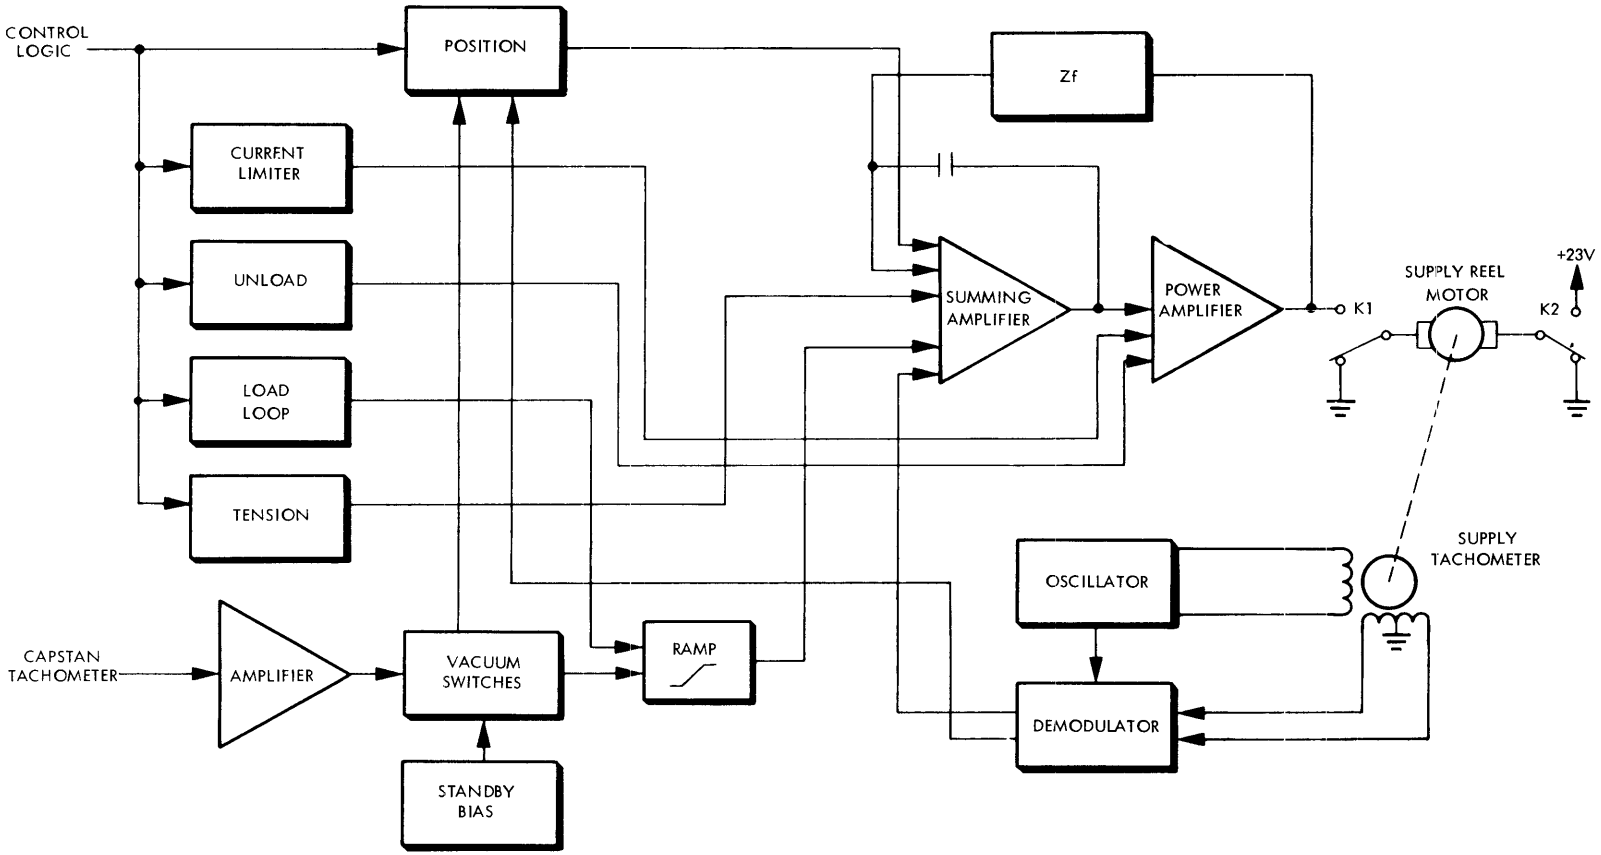
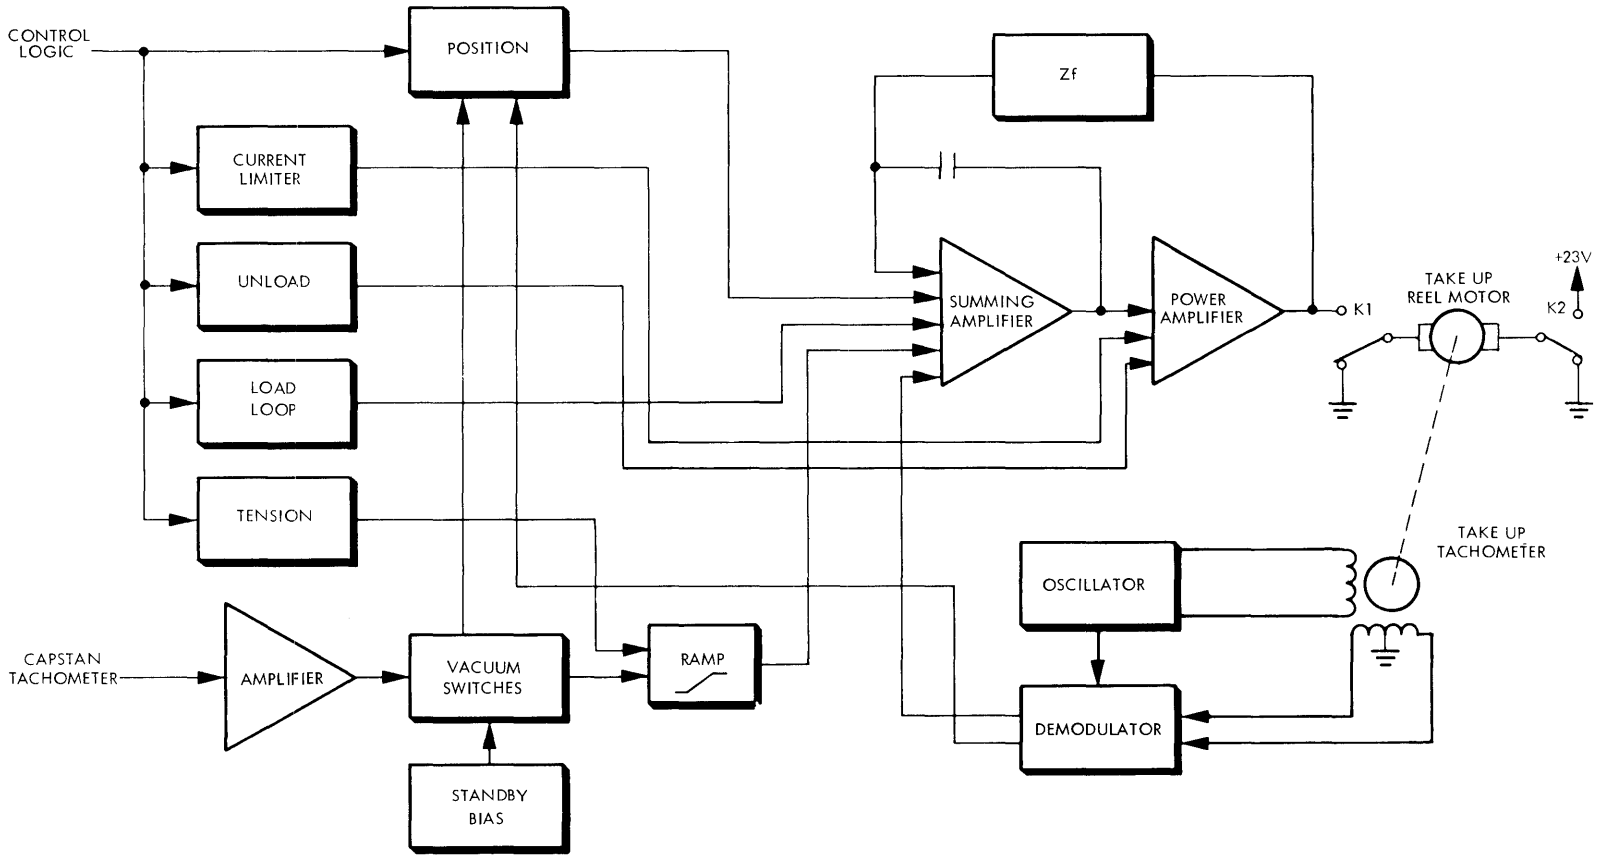

Figure 4-5. Supply Reel Servo Block Diagram
Figure 4-6. Take-up Reel Servo Block Diagram
The functional blocks of the supply reel servo and the take-up reel servo are shown in Figures 4-5 and 4-6, respectively. Both supply and take-up operation of the servos are basically the same except that auxiliary inputs such as Load Loop and Tension are injected at different points.
Referring to Figures 4-5 and 4-6 it can be seen that the Capstan Tachometer provides a reference input to each reel servo. The Vacuum Switches initiate an input signal to the Ramp Generator. The output of the Ramp Generator is supplied to the Summing Amplifier whose output controls the Power Amplifier and subsequently the Reel Motor.
Auxiliary circuitry is provided to accomplish loading tape into the vacuum chamber. This circuitry receives its commands directly from the Control Logic. The functional blocks used for loading are the Current Limiter, Unload, Load Loop, and Tension, shown in Figures 4-5 and 4-6.
(1) When the LOAD/RESET control is depressed, a Tension (NTNA) signal is received from the control logic and is converted to the appropriate signal level by the Tension circuitry.
(2) The Tension signal to the supply servo (Figure 4-5) provides a constant current input to the Summing Amplifier.
(3) The Tension signal to the take-up servo (Figure 4-6) provides a constant current to the Ramp circuitry which, in turn, provides a constant current to the Summing Amplifier.
(4) Concurrent with the Tension signal, the Current Limit (CURLIM) signal is supplied to the Power Amplifier. This signal prevents saturation of the Power Amplifier from the application of the constant current into the Summing Amplifier.
(5) The current into the two summing amplifiers (supply reel and take-up reel) provides positive tape tension by driving the supply and take-up reels in opposite directions.
(6) A few seconds after the tape is tensioned the Load Loop circuitry is activated.
(7) The Load Loop (NLDLOOP) signal injects a constant current into the Ramp generator and hence the Summing Amplifier on the supply reel servo (Figure 4-5) and also directly into the Summing Amplifier on the take-up reel servo (Figure 4-6).
(8) The current supplied to the Summing Amplifiers causes a voltage inversion in the Power Amplifiers which forces the reel motors to reverse, and simultaneously load, tape into the vacuum chambers. The Tension signal is removed when Load Loop is applied.
(9) The Load Loop and Current Limit signals are removed when vacuum interlock is accomplished.
The same auxiliary circuits employed to load tape into the vacuum chambers are used during an unload operation. Refer to Figures 4-5 and 4-6.
To stabilize the tape loop in the vacuum column during standby operation (i.e., capstan stationary) an auxiliary circuit is used in the reel servos. This circuitry is represented by the Position block in Figures 4-5 and 4-6. The position control circuitry senses tape position information from the tachometers and vacuum switches when there is no capstan motion. The Demodulators recognize the tachometer positional information and produce a current nulling effect at the Summing Amplifiers.
An 800-Hz oscillator, shown in Figures 4-5 and 4-6, provides the ac reference signal to the reel tachometer field windings. When the tachometer is rotating, an 800-Hz secondary signal is produced from the tachometer which is amplitude modulated according to the speed of the tachometer. A quadrature phase detector circuit is used to sense this amplitude variation. Use of this circuit alleviates the offset problem associated with bidirectional speed detection. Normal amplitude modulation detection would detect out-of-phase, as well as in-phase, signals leading to zero crossover distortion. The velocity signal from the quadrature phase detector is not rectified but the low bandwidth of the reel servo limits the frequency response and reacts to the averaged amplitude information. Amplitude modulation rectification is used, however, to detect positional information from the tachomter.